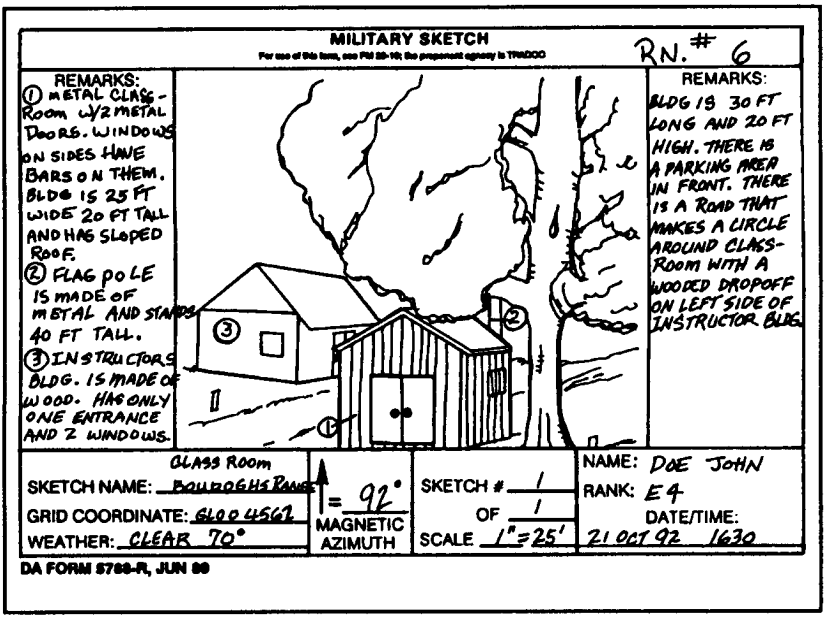

Figure 4-22. Example of completed DA Form 5788-R for panoramic sketch.
a. **Panoramic.** A panoramic sketch (Figure 4-22, page 4-44) is a representation of an area or object drawn to scale as seen from the sniper team's perspective. It shows details about a specific area or a man-made structure. Information considered in a panoramic sketch includes the following:
(1) Name, rank, SSN, and unit.
(2) Remarks section (two).
(3) Sketch name.
(4) Grid coordinates of sniper team's position.
(5) Weather.
(6) Magnetic azimuth through the center of sketch.
(7) Sketch number and scale of sketch.
(8) Date and time.